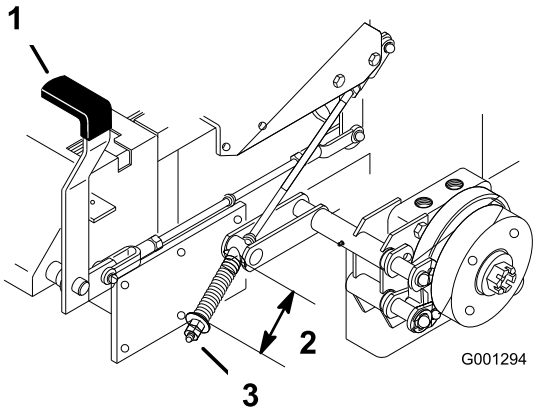

**Figuur 69**
2. Meet de lengte van de veer. De lengte tussen de ringen moet 64 mm zijn (Figuur 69).
3. Als de lengte moet worden afgesteld, stelt u de parkeerrem vrij, draait u de contramoer onder de veer los en draait u de moer direct onder de gaffel aan (Figuur 69). Draai de moer totdat de lengte correct is. Draai de moer naar rechts om de veer korter te maken en naar links om de veer langer te maken.